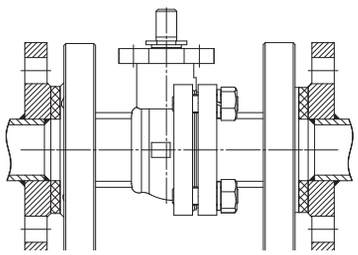

Рис. 1
1. Между фланцами и краном необходимо устанавливать межфланцевые прокладки. (Рис. 1)